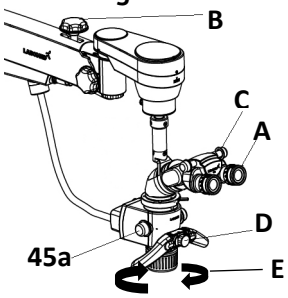

Fig. 45
3. **Lock the up & Down movement of suspension arm using locking knob (B) in Fig.45 after focusing of the area of interest.**
5. **Adjust the eye distance as per IPD (C) scale according to your convenience.**
6. **Set Both Eye Pieces (A) dioptre to Zero.**
7. **The illumination is controlled through the control knob (D), Fig.45. Rotate it clockwise or anticlockwise to achieve desired illumination level.**